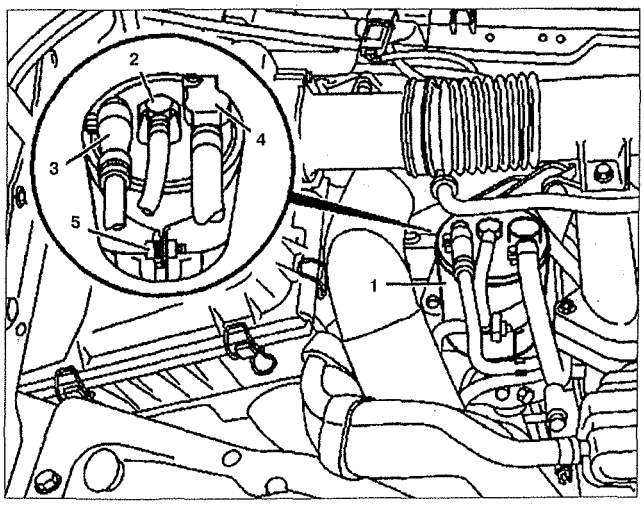

Рис. 1.21. Топливный фильтр двигателя 611.980:
6. Отсоедините трубку **3** от топливного фильтра **1** (см.рис.1.21).